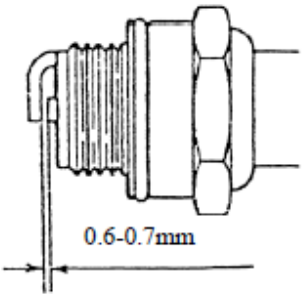

Fig.16
(1) After the operation each day, wash the filter, if the chemicals adhere to sponge, it would deduce the engine power, please pay attention especially.
(2) After wash the sponge with petrol, squeeze the petrol then fix the sponge in.
(3) The suitable clearance of sparking plug is 0.6—0.7mm, please check the clearance often, if it is too big or too small, adjust it properly, as shown in Fig.16.